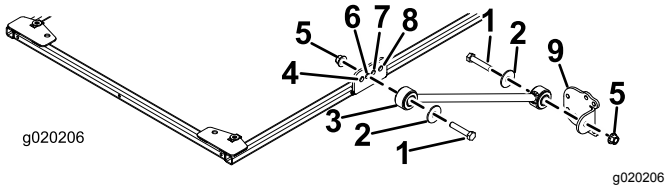

Figura 27
3. En cada lado del bastidor del toldo, monte provisionalmente un tirante en el segundo taladro del soporte del tirante con un perno (½" x 2½"), una arandela (½") y una tuerca con arandela prensada (½"), según se muestra en Figura 27.
4. Sujete provisionalmente un soporte de tirante a cada tirante con un perno (½" x 2½"), una arandela (½") y una tuerca con arandela prensada (½"), según se muestra en Figura 27.